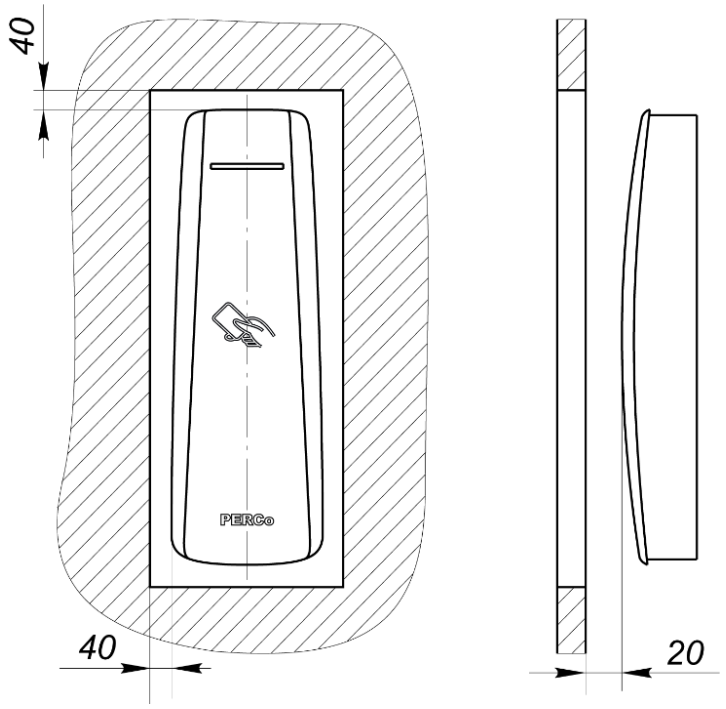

Рисунок 1. Установка считывателя за металлической поверхностью
- При установке считывателя за металлической поверхностью в ней необходимо вырезать окно, напротив которого, равноудалено от краев окна (не менее чем на 40 мм, см. рис. 1) и устанавливается считыватель. Само окно может быть закрыто неметаллической вставкой (например, из пластмассы), а считыватель может быть утоплен вглубь окна на расстояние не более 20 мм от внешней стороны металлической поверхности – дальность считывания кода при таком способе монтажа считывателя уменьшается на 30 – 50%.